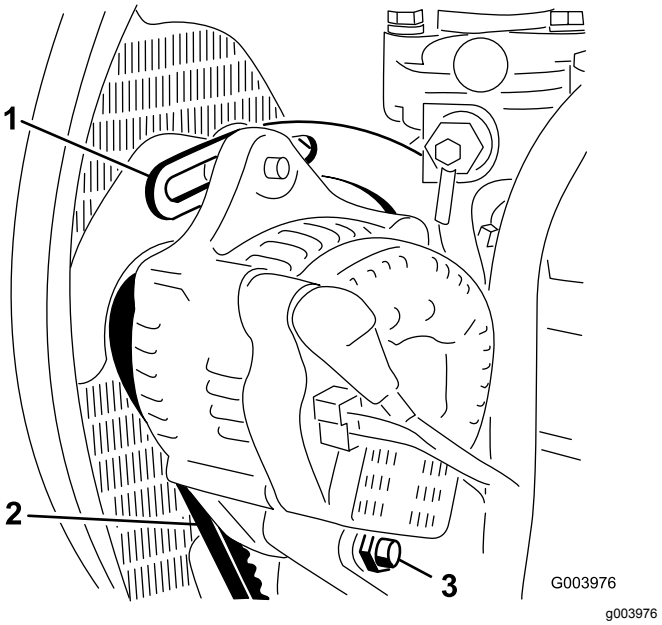

Figur 66
2. Kontroller spenningen ved å trykke ned remmen (Figur 66) midt mellom vekselstrømsgeneratoren og veivakselrullene med en kraft på 10 kg.
3. Løsne skruene som fester avstiveren til motoren (Figur 66), skruen som fester vekselstrømsgeneratoren til avstiveren og svingbolten.